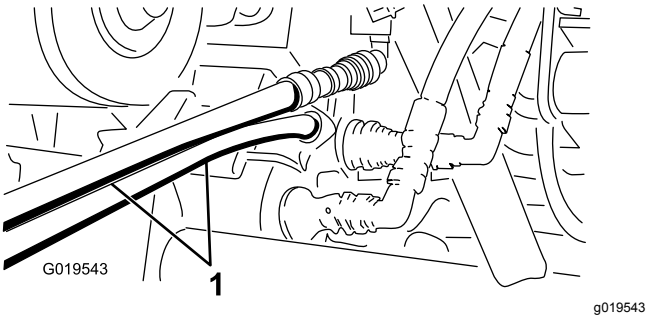

図 85
5. 救援側のワークマンのカップラブラケットにまだついているカップラに、救援用ホースを接続する上のホースは上のカップラに、下のホースは下のカップラに接続する図 85。